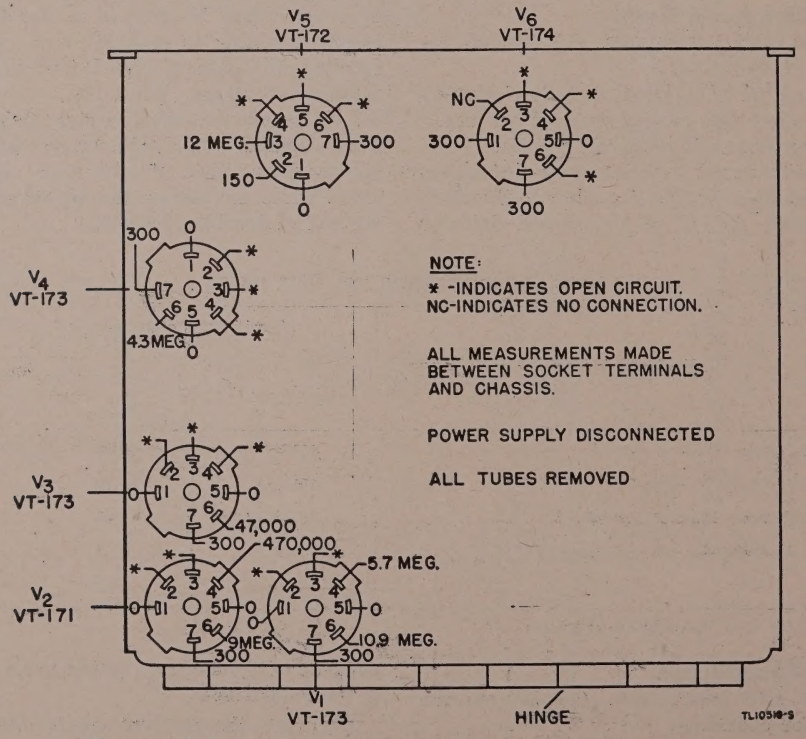

Figure 10. Radio Receiver BC–728–(*), socket terminal resistance values.
19. Socket Terminal Resistance Values (fig. 10)